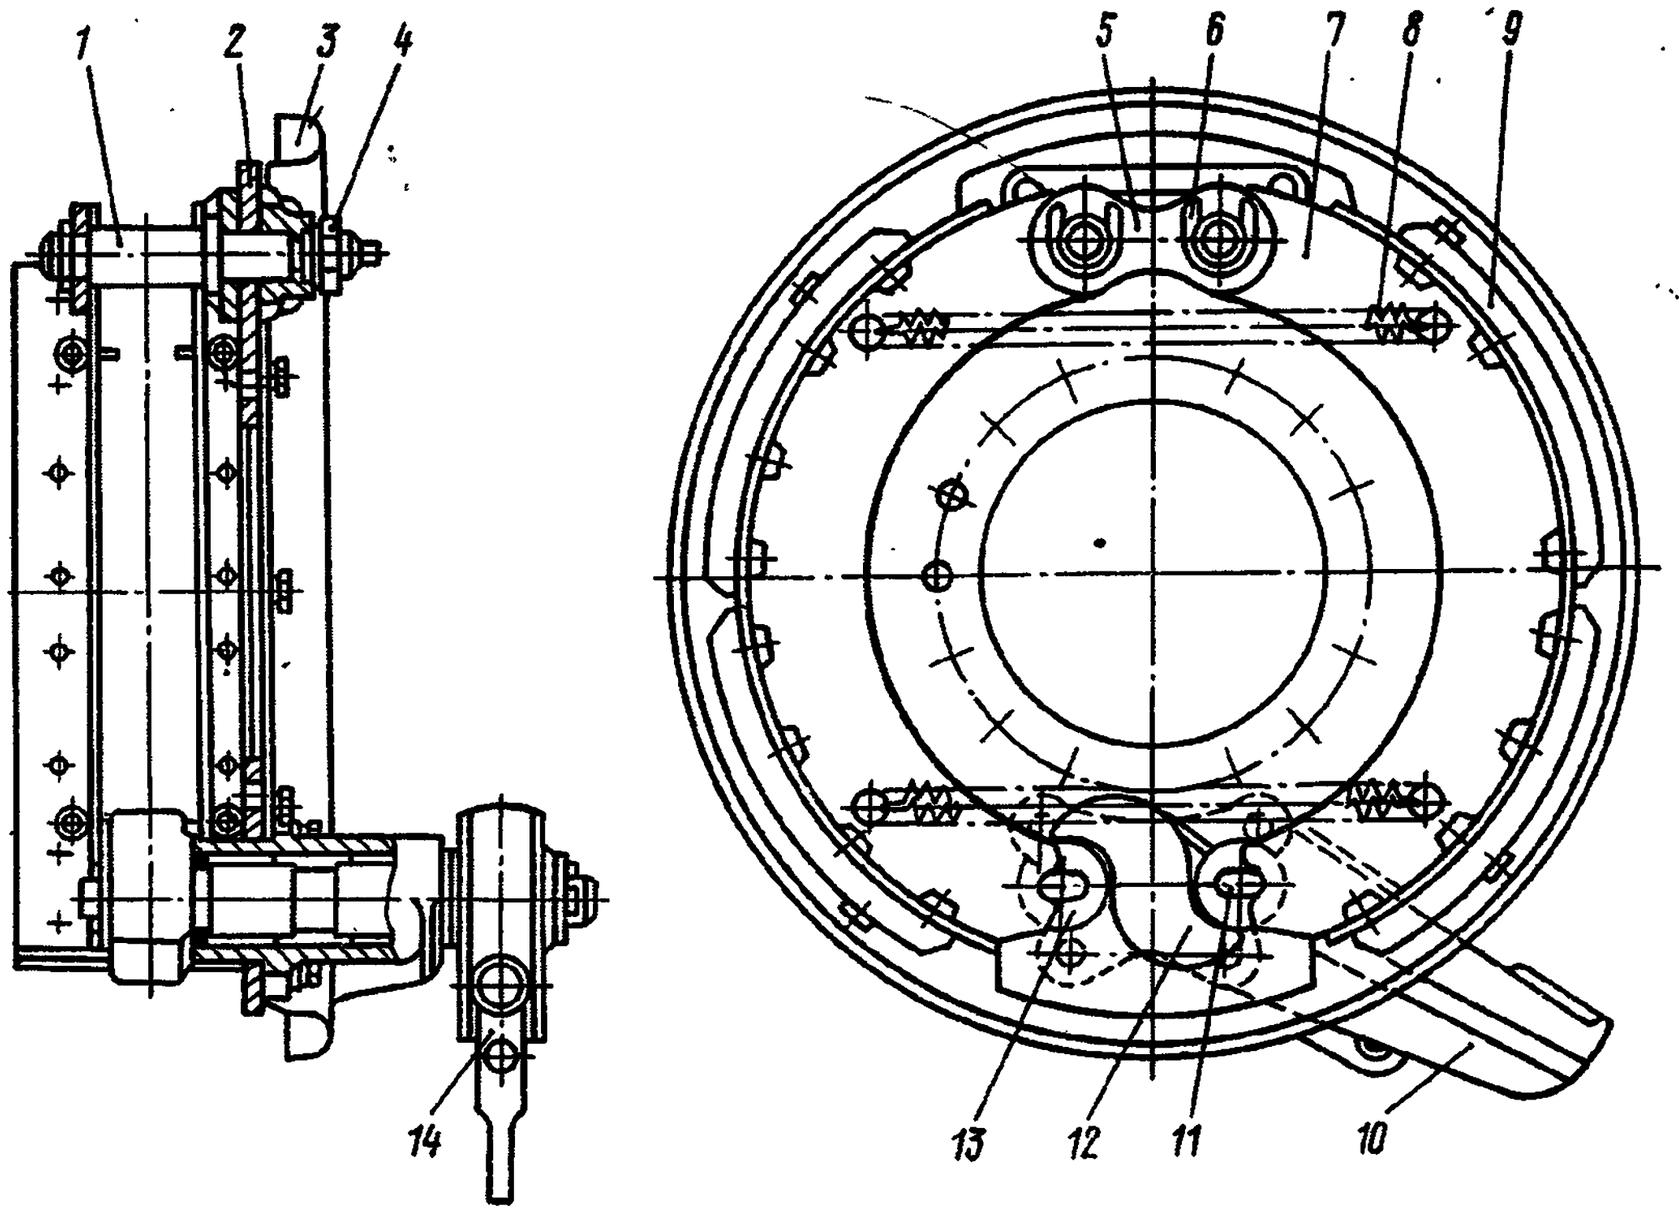

Рис. 63. Механизм тормозной:
4. Отсоедините и снимите наружные стяжные пружины *8* (рис. 63) колодок *7*.	Клещи
Окна в щитке *3* (см. рис. 63) закройте резиновыми заглушками. Гайки *4* осей колодок затяните с моментом 98—122 Н·м (10—12,5 кгс·м)